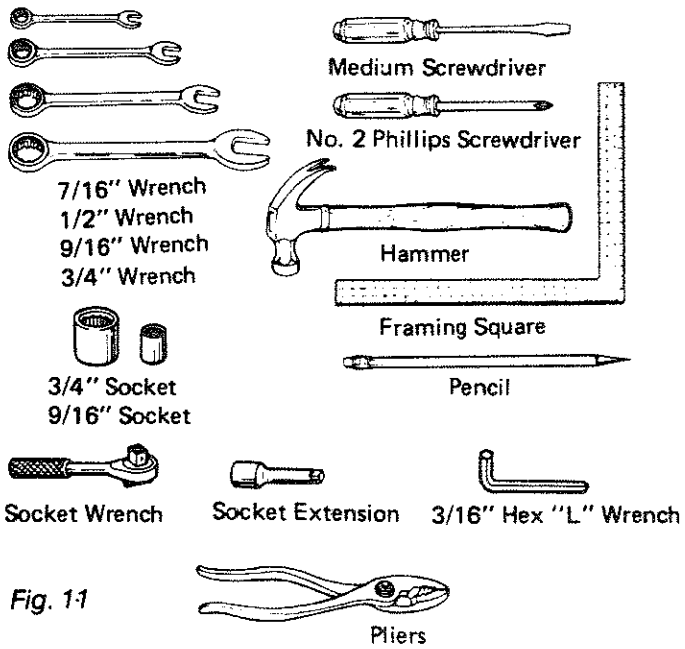

Fig. 11
3. Identify the tools required for assembly. Make sure that you have all of the tools you will need. (Figure 11)